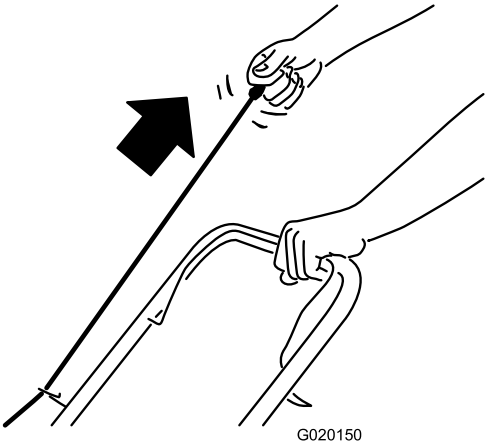

Figura 11
2. Tire de la cuerda de arranque (Figura 11).